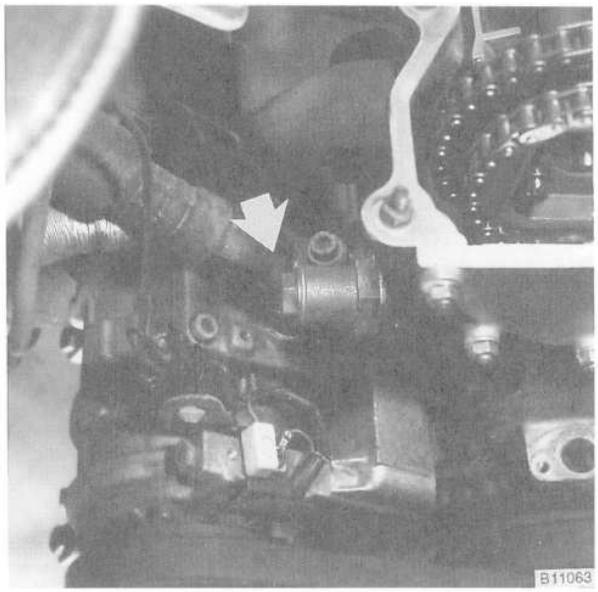

Fig. 23. Primary timing chain tensioner (**arrow**).
33. Remove the primary timing chain tensioner from side of cylinder head. See Fig. 23.